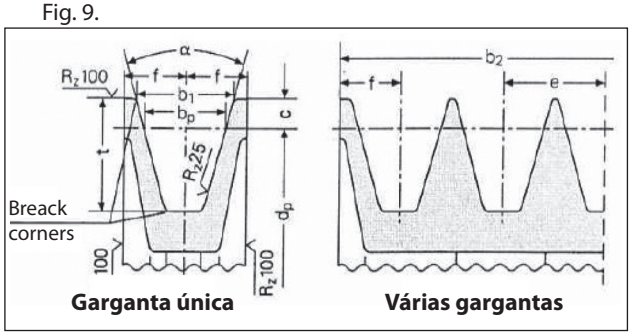

Fig. 8
a) Use polias para a correia trapezoidal com as dimensões da garganta prescrita/aconselhada pelo fabricante da correia usada. Na falta das orientações, siga a Fig. 8 e a tabela da Fig. 9.